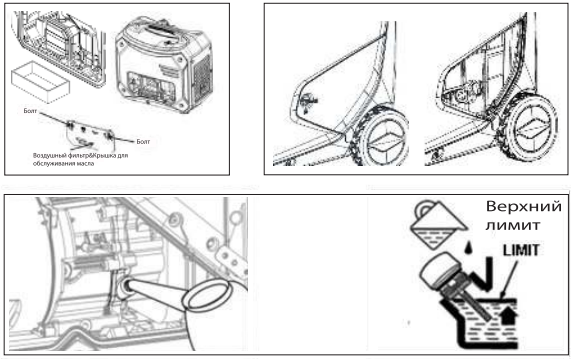

Рис. 25
- Снимите крышку доступа к обслуживанию генератора, повернув замок крепления в сторону, указанную на крышке (*Рис. 25)*.